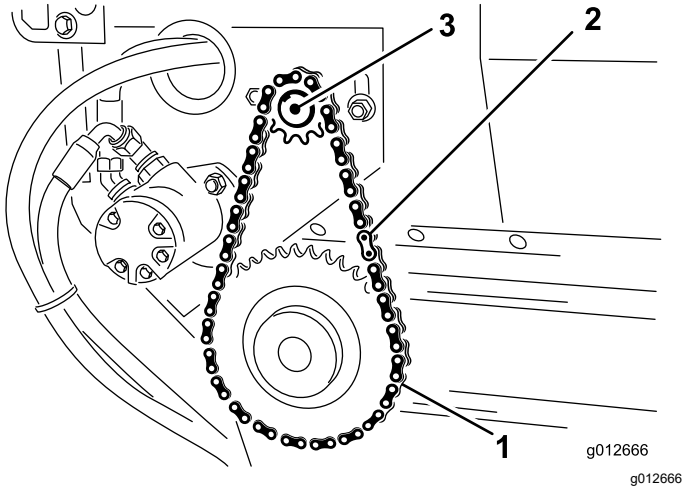

Figur 29
2. Fjern hovedleddet fra kjedet, og fjern kjedet fra det lille drevet (Figur 29).